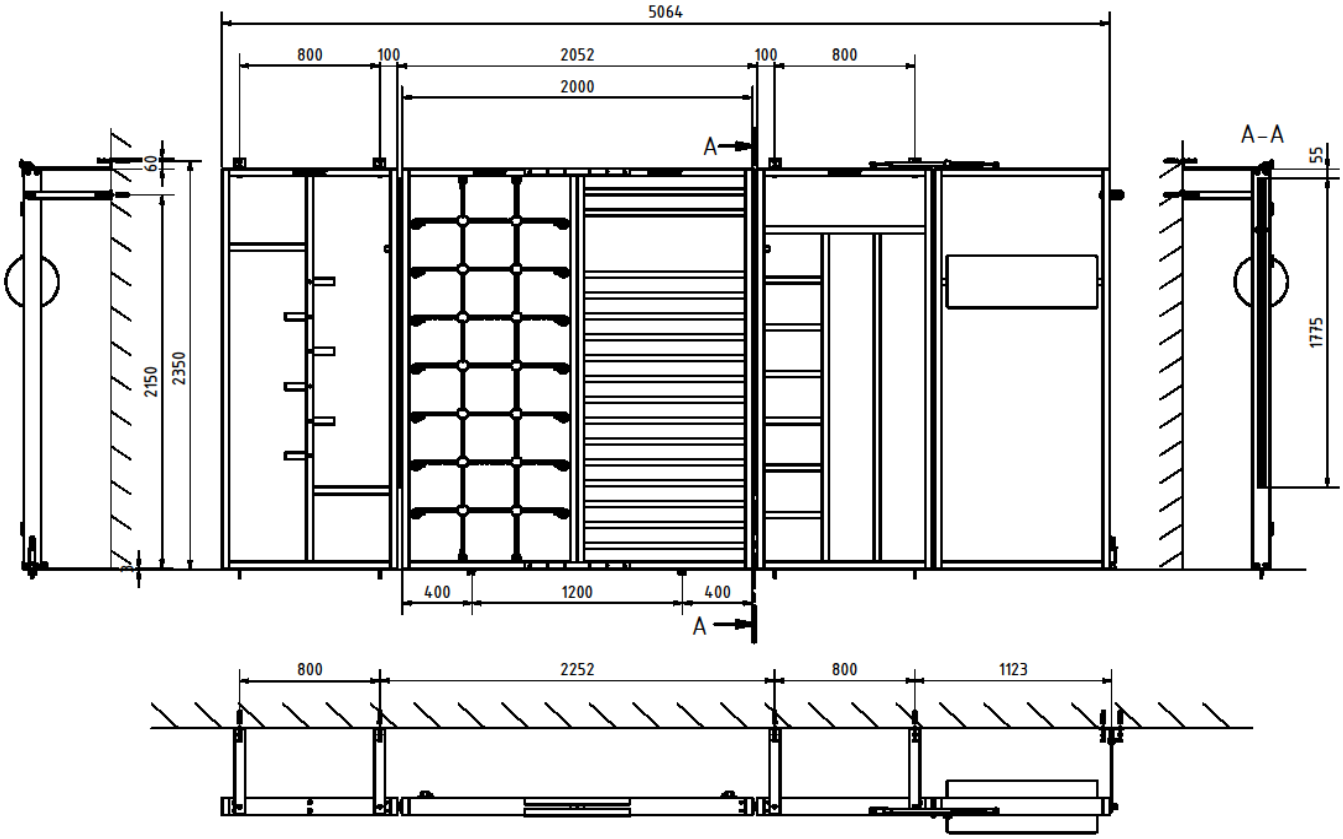

Abb. 4: Bohrmaße „TUWA“ Kombi
Zu Beginn montieren Sie die festen Wandelemente. Stellen Sie die TuWa Elemente mit einem Abstand von 40 cm vor die Wand, an der Sie montiert werden soll, unter die festen Elemente legen Sie je zwei Scheiben für Holzkonstruktion ④. Halten Sie den in Abbildung 4 vorgegebenen Abstand zwischen den Einzelelementen ein.
Überprüfen Sie die Wand und den Boden auf mögliche Hindernisse, wie z.B. Rohre oder elektrische Leitungen. Sind keine störenden Objekte vorhanden, werden die Bohrungsmaße aus der Abbildung 4 empfohlen.